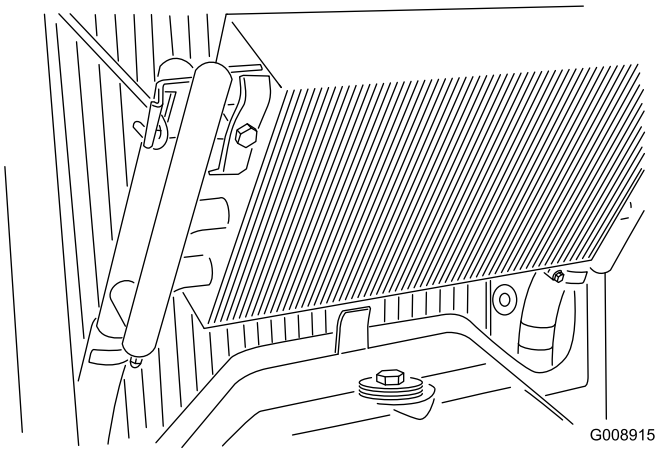

**Figur 67**
4. Løsne oljekjøleren, og vri den bakover (Figur 67).